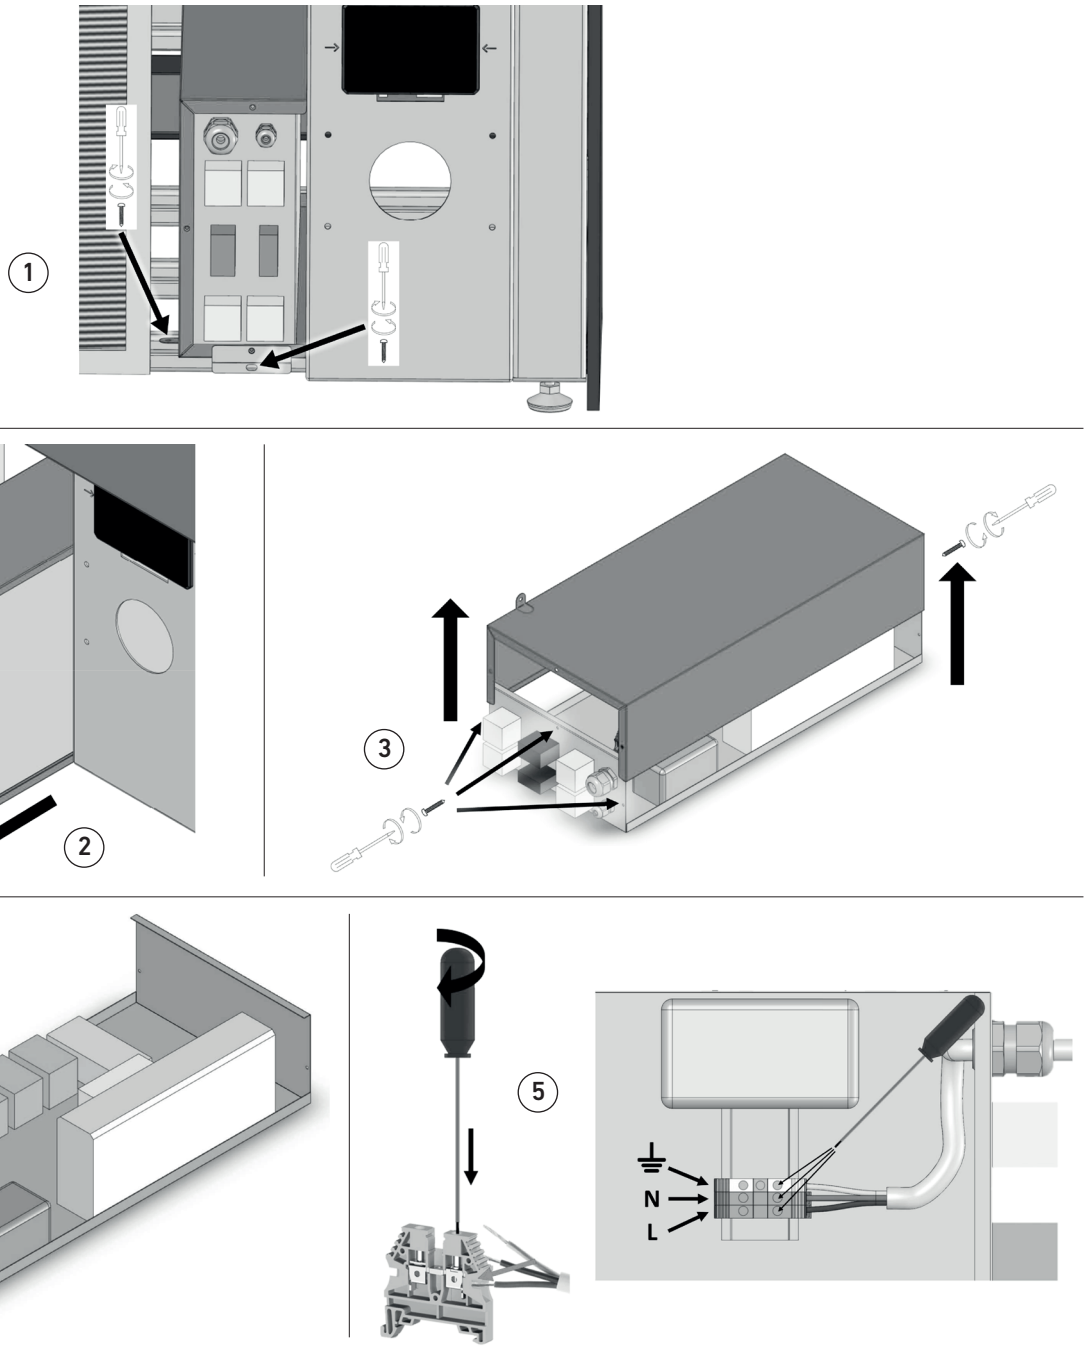

fig. 18
- Dévisser les vis de fixation indiquées sur la fig. 18 détail 1 (sur certains modèles, il n'y a que la vis à gauche de l'image) ;
- Retirer la base électrique en la faisant glisser dans la glissière prévue à cet effet (Fig. 18 détail 2) ;
- Retirer les vis de fixation de la couverture de la base (Fig. 18 détail 3) ;
- Munissez-vous d'un câble électrique de taille appropriée pour l'équipement., en l'insérant dans le presse-étoupe indiqué sur la fig. 18 détail 4 et le diriger vers les trois bornes indiquées sur la même figure ;
- Connecter les câbles électriques aux trois bornes en dénudant la phase (L), le neutre (N) et la terre (⏚) comme indiqué au premier point de la liste précédente et illustré sur la fig. 18 détail 1 ;
- Connecter les câbles aux borniers à l'aide d'un tournevis plat d'une longueur de lame d'environ 2,5 mm et effectuer la procédure indiquée sur la fig. 18 détail 5 en prenant soin de connecter chaque câble au bon bornier. Vérifier que les câbles soient correctement raccordés aux borniers en essayant de les tirer légèrement (si la fixation est correcte, les parties non gainées du câble ne doivent pas sortir de leur logement dans les borniers) ;